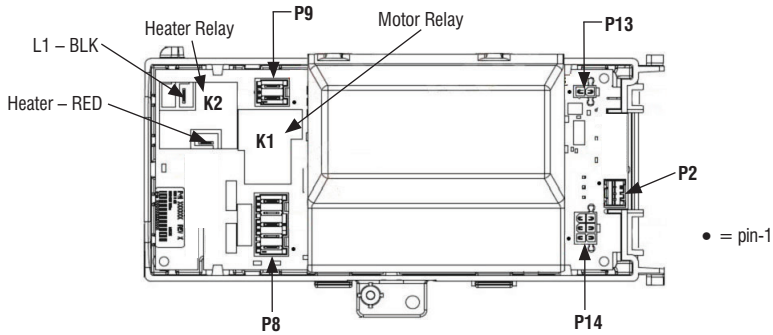
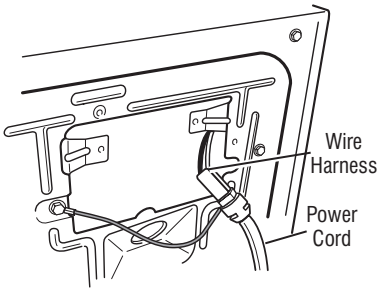
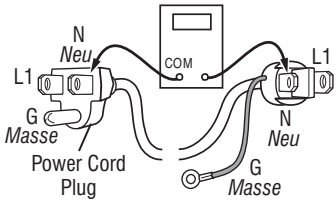

Figure 2 - ACU Connectors & Pinouts
Figure 5 - Power cord-to-wire harness connection for gas dryer.
Figure 6 - Power cord terminals, gas dryer.
4. ACU VAC – With voltmeter set to **AC**, connect black probe to ACU P8-3 (N) and red probe to P9-2 (L1). (See Figure 2.) Plug in dryer or reconnect power.
3. Check that the power cord is firmly connected to the dryer's wire harness. See figure 5.
5. With an ohmmeter, check for continuity between the neutral (N) terminal of the plug and P8-3 (white wire) on the ACU. The left-hand side of figure 6 shows the position of the neutral terminal (N) on the power cord plug. Also see figure 2, page 12.
- If there is no continuity, disconnect the white wire of the main harness from the power cord at the location illustrated in figure 5. Test the continuity of the power cord neutral wire as illustrated in figure 6. If an open circuit is found, replace the power cord. Otherwise, go to step 6.
- If there is no continuity, check the continuity of the power cord in a similar way to that illustrated in figure 6, but for power cord's L1 wire.